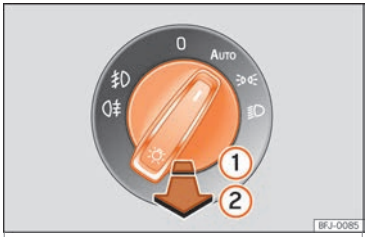

Fig. 99 Dash panel: lights control.
- **Turning on the front fog lights*** ≢D: pull the light switch out to its first click position ››› Fig. 99 ①, from positions ≋D≤, ≡D or **AUTO**.
- **Turning on the rear fog light** D≢: pull the light switch fully out ② from position ≋D≤, ≡D or **AUTO**. This control has only one position in vehicles without fog lights.